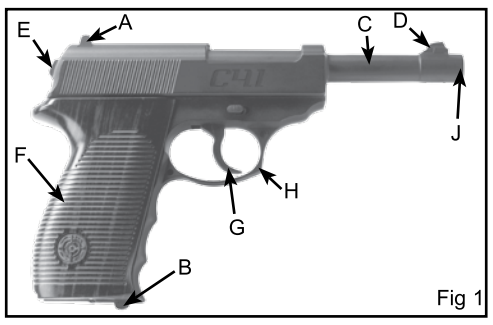

Fig 1
- Retirez le chargeur en appuyant sur le bouton de dégagement du chargeur à la base de la poignée (fig. 1).